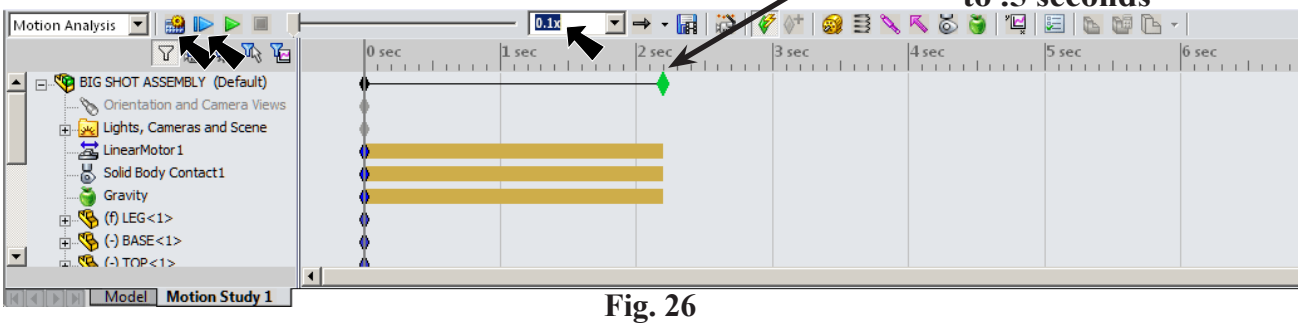

**Fig. 26**
Step 1. **Set the Motion Study duration to 2.4** seconds on the Timeline. To change duration, in the top Timeline drag the **Key Point** **at 5 seconds to 2.2 seconds**, **Fig. 26**.
Step 2. Set the **Playback Speed** to **.1**, **Fig. 26**.